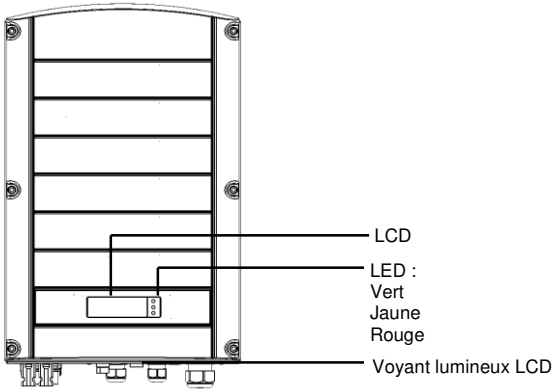

**Figure 4: Vue de face de l'onduleur**
- **LCD LED :** Trois LED indiquent les statuts suivant de l'onduleur (voir Figure 4)